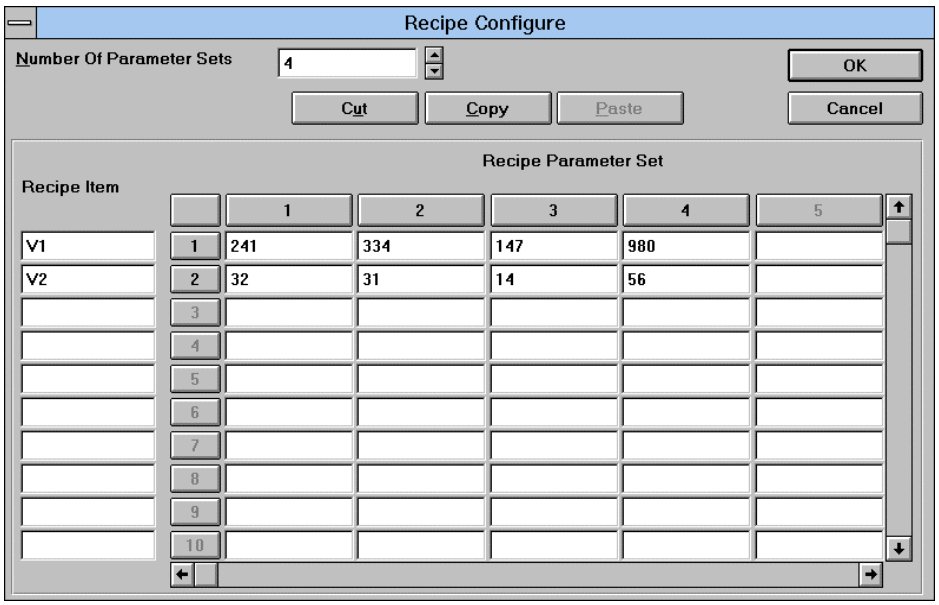

Figure 3
7. Go to the *Page* menu and select the option *Recipe Configuration*. This will bring up the dialog box that is shown in Figure 3.
8. Enter 4 for the *Number of Parameter Sets* and initialize the recipe values as shown in Figure 3. Note that the Recipe Item addresses will be the addresses of the fields that were defined earlier. Select *OK* to confirm the operation.